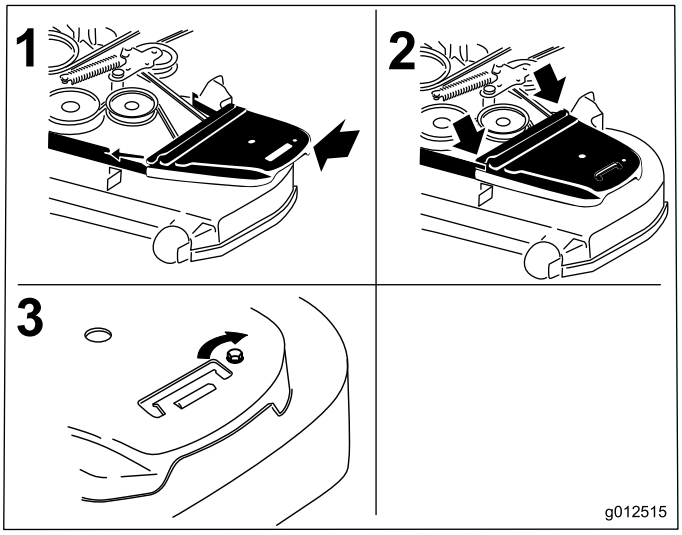

**Figuur 75**
12. Plaats de drijfriemkappen en de bijbehorende bouten (Figuur 75).